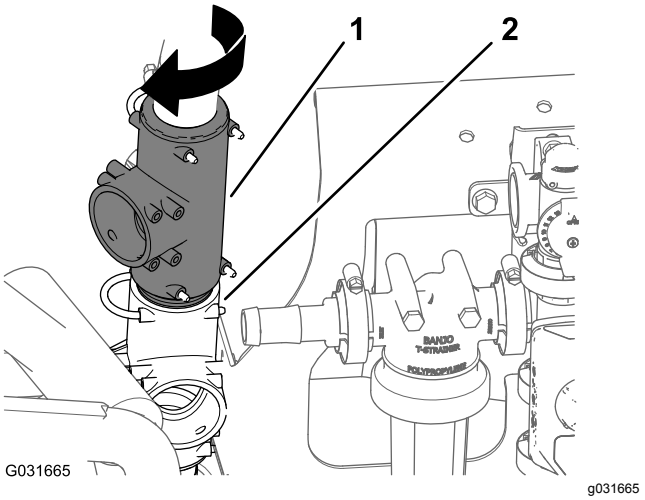

Figur 218
3. Vrid den övre T-kopplingen cirka 45° medurs (Figur 218).